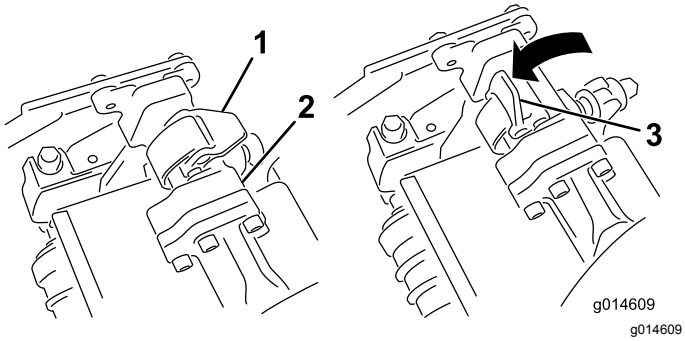
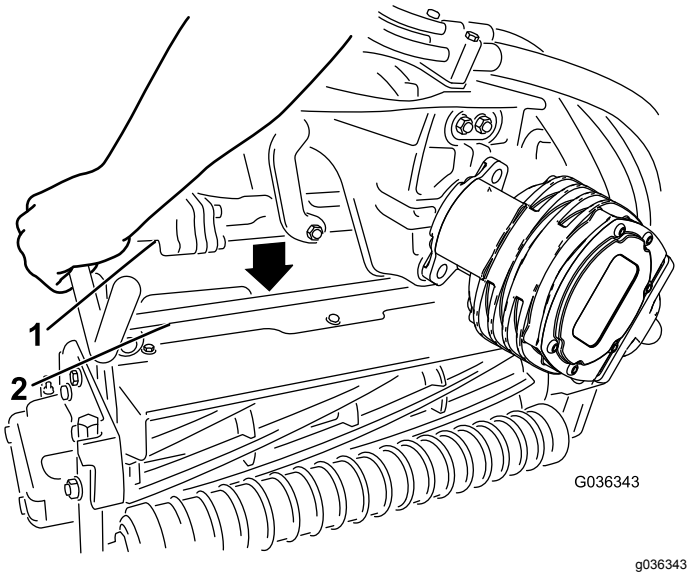

Figura 51
Figura 52
4. Con los enganches del brazo de suspensión orientados hacia arriba (es decir, abiertos (Figura 51), empuje hacia abajo el brazo de suspensión de modo que la barra encaje en la barra situada en la parte superior de la unidad de corte (Figura 52).
5. Presione los enganches hacia abajo alrededor de la barra de la unidad de corte y bloquéelas (Figura 51).
5. Abra los enganches de la barra del brazo de suspensión de la unidad de corte que está retirando (Figura 51).